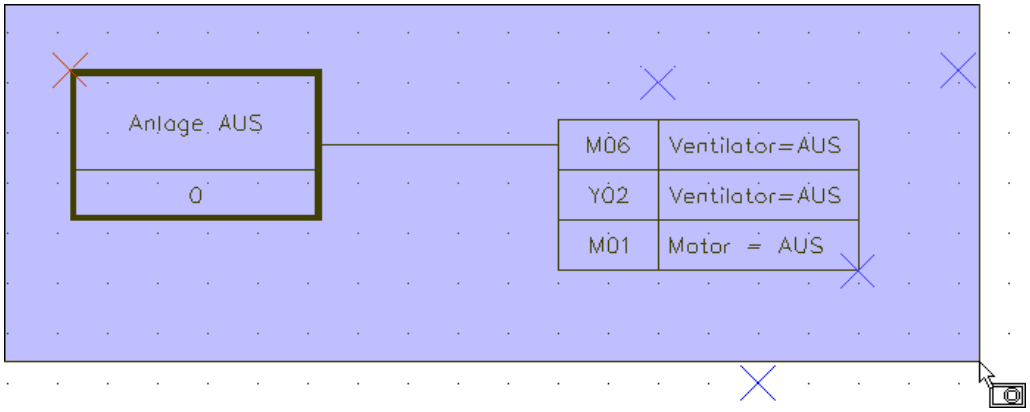

Bild 25.39 – Auswahl der Objekte im Block
- Ziehen Sie einen Rahmen um alle gewünschten Block-Objekte und bestätigen Sie dann (Abb. 25.39).